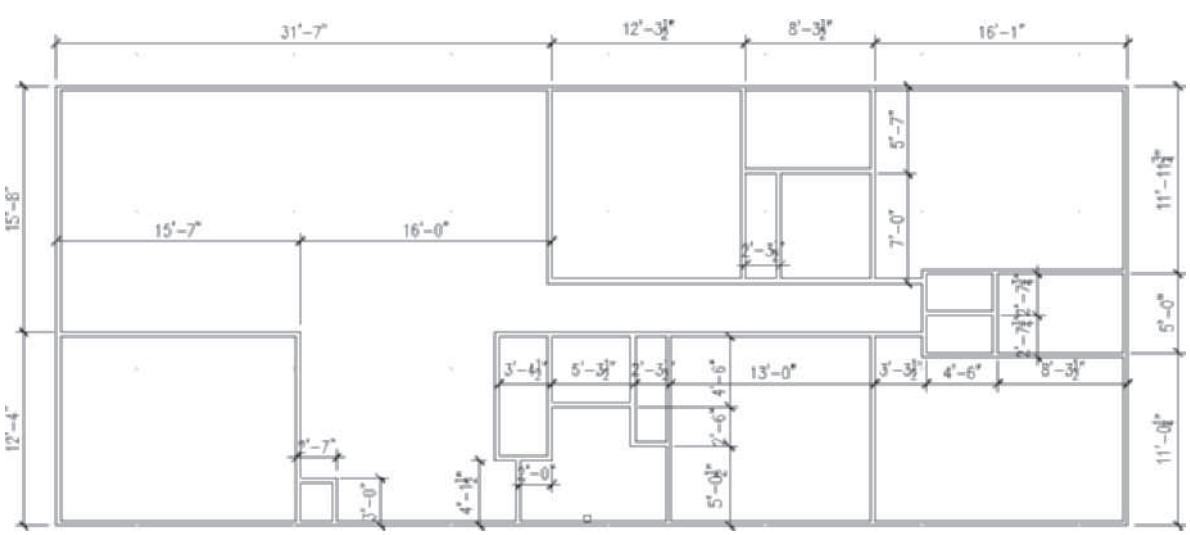
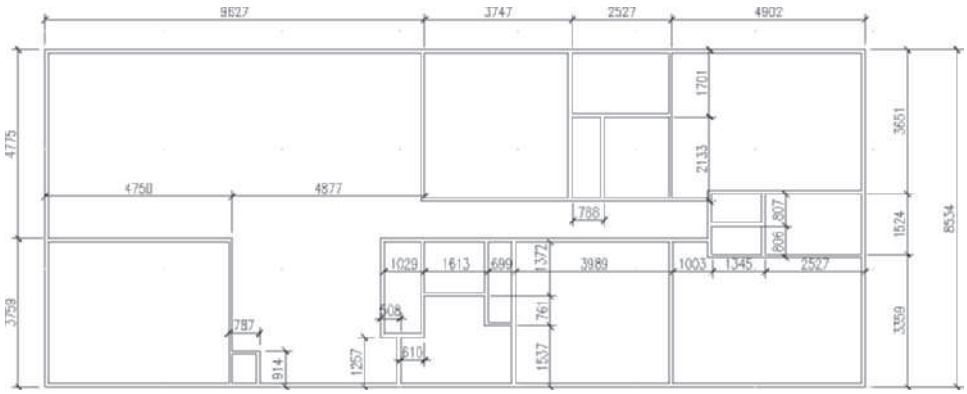

FIGURE 2.75 *Wall placement dimensions (Imperial)*
FIGURE 2.76 *Wall placement dimensions (Metric)*
4. Add additional walls as dimensioned in Figure 2.75 (Imperial) or Figure 2.76 (Metric).